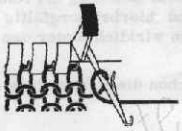

Fig. 47
b) Rechts eine Masche aufnehmen. Schloss steht rechts. Analog zu links jetzt rechts eine Masche gemäss Fig. 47 aufnehmen. Eine Reihe stricken.